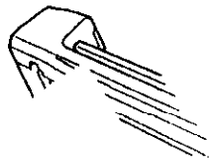

Рисунок 2. Держатели кромки регистрации
2. (Рисунок 2) Ослабьте два винта крепления переднего и заднего держателей кромки регистрации.